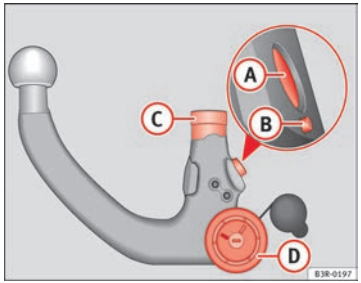

Abb. 156 Abnehmbare Anhängevorrichtung: Kugelstange
– Überprüfen Sie die Kugelstange am Verriegelungsbolzen (A), Auslösebolzen (B), Einsteckschaft (C) und Handrad (D) ⇒ Abb. 156 auf Verschmutzung und Beschädigung.